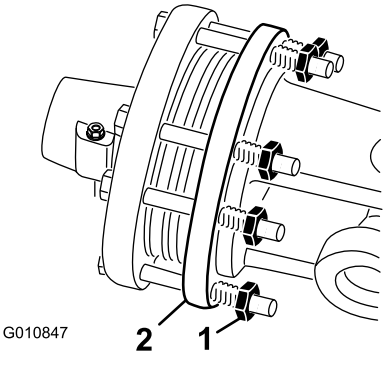

Figur 50
1. Ved sæsonens afslutning skal hver af koblingsmøtrikkerne drejes 2 omgange tilbage (Figur 50).